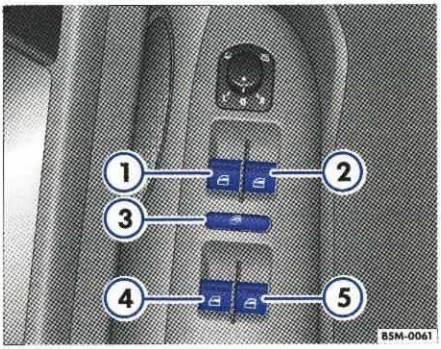

Rys. 34 Fragment drzwi kierowcy: przyciski uruchamiania przednich i tylnych szyb
– Nacisnąć przycisk ⇒ rys. 34 ①, ②, ④ albo ⑤, aby otworzyć odpowiednie okno.
Przyciski ⇒ strona 51, rys. 34 ①, ②, ④ i ⑤ mają dwa zakresy otwierania i dwa zakresy zamykania okien. W ten sposób łatwiej jest kontrolować otwieranie i zamykanie.